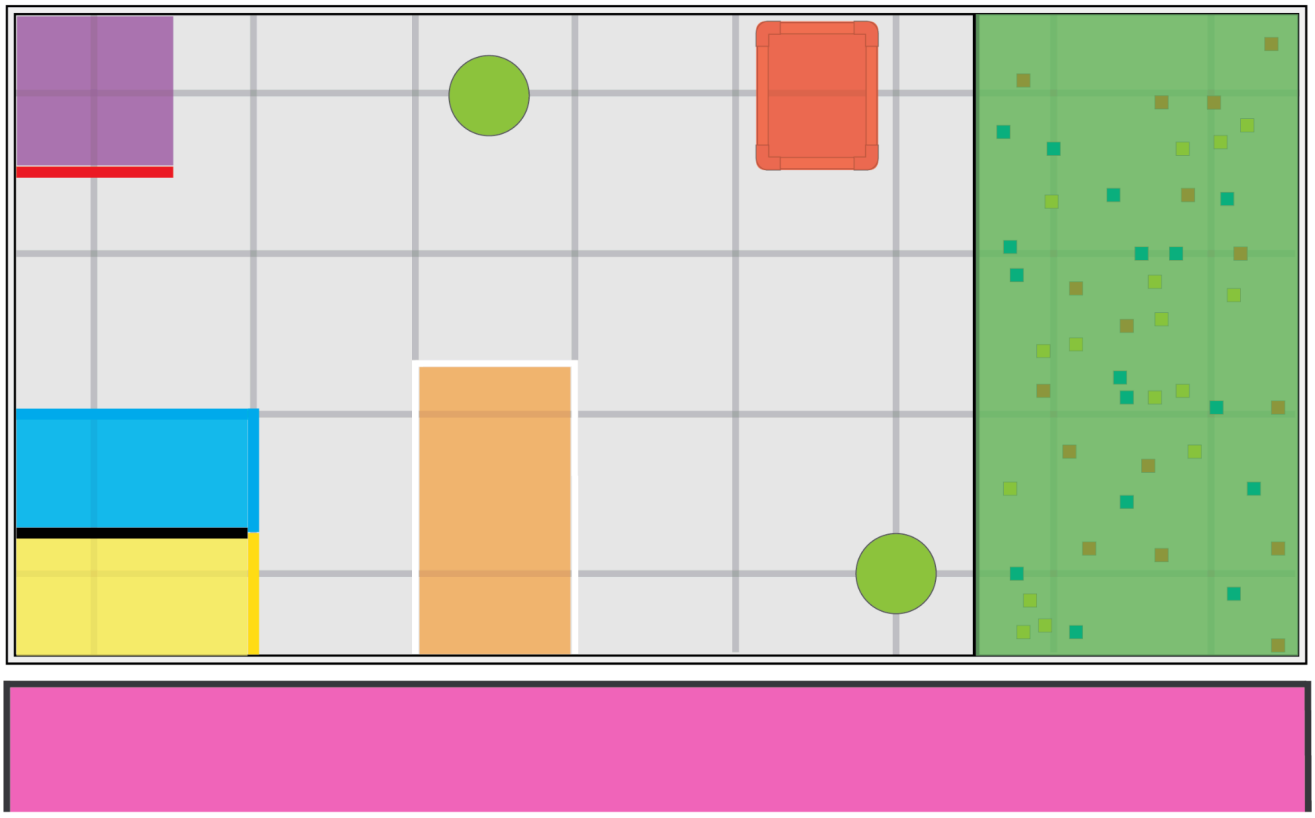

Figure 1.4.2: Highlighted locations and zones
- **Charging Zone** - A section of the field (and the 3D projected volume above it) where the robot begins and ends the match; the charging zone consists of the section of the floor defined by white tape lines, including the tape lines (the charging zone is highlighted in orange in figure 1.4.2)
- **Driver Box** - An area near the field where the drive team must stand during a match (the driver box is highlighted in pink in figure 1.4.2)
- **Receiving Zone** - A section of the field (and the 3D projected volume above it) where yellow, red, and blue cubes are randomly pre-placed for retrieval by robots during the match (the receiving zone is highlighted in green in figure 1.4.2)
Figure 1.4.2 highlights the following defined locations and zones: